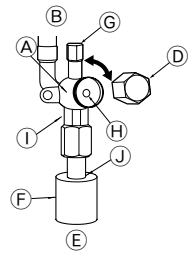

Fig. 4-6
① Quite la tapa, tire de la manivela hacia usted y gire 1/4 de vuelta hacia la izquierda para abrir.
② Cerciórese de que la válvula de parada esté completamente abierta, empuje la manivela y enrosque la tapa en su posición original.
(2) Lado del líquido (Fig. 4-6)
① Abra la tapa y gire la varilla de válvula hacia la izquierda hasta su tope, utilizando una llave hexagonal de 4 mm. Deje de girar cuando llega al tope.